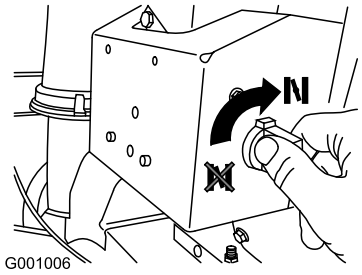

Figur 22
4. Flytta choken till det påslagna läget (Figur 22).